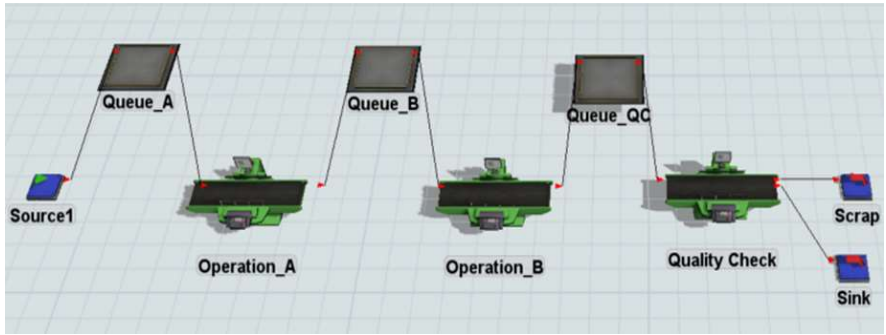

Figure 5a: Simulation Model of an Assembly Process
Q10. Aishah is building a FlexSim simulation model of an assembly process with 3 operations – Operation A, Operation B and Quality Check (QC) (Figure 5a).
Q10a. Referring to Figure 5a, suppose that there is space limitation at the queue before Operation A. The queue can only hold 15 items. How do you model this in FlexSim?
Q10c. Suggest 2 ways to improve the realism of the 3D simulation model in Figure 5a.